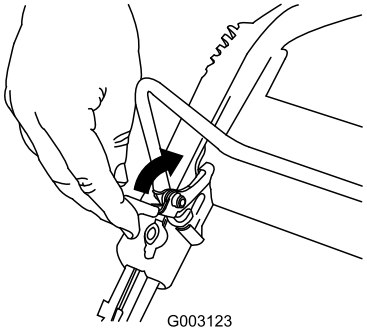

Figura 15
1. Tire hacia atrás del mecanismo de bloqueo de la barra de control (Figura 15).